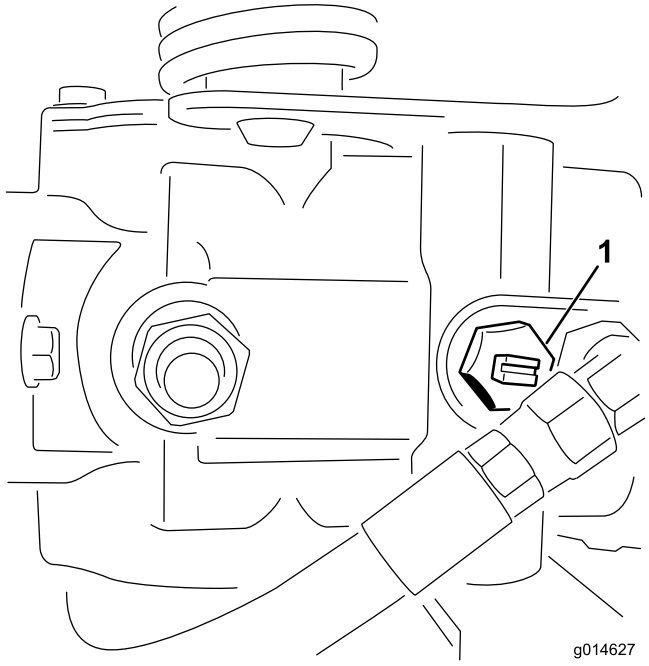

**Figur 41**
1. Lokalisera överströmningsventilen på pumpen och vrid den så att skåran är lodrät (Figur 41).
2. Stäng överströmningsventilen genom att vrida den så att skåran är vågrät (Figur 41) innan du startar motorn. Starta inte motorn när ventilen är öppen.